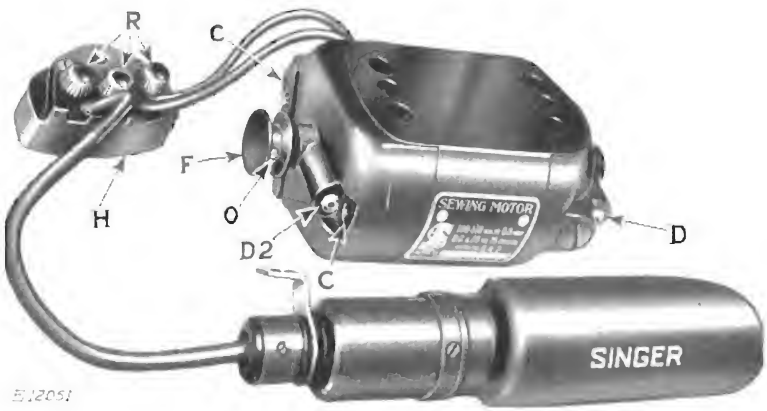
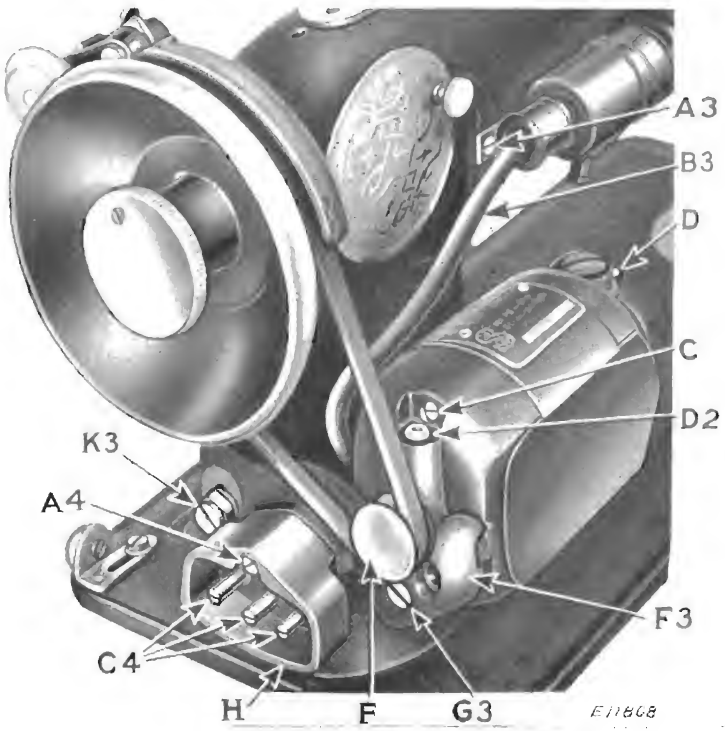
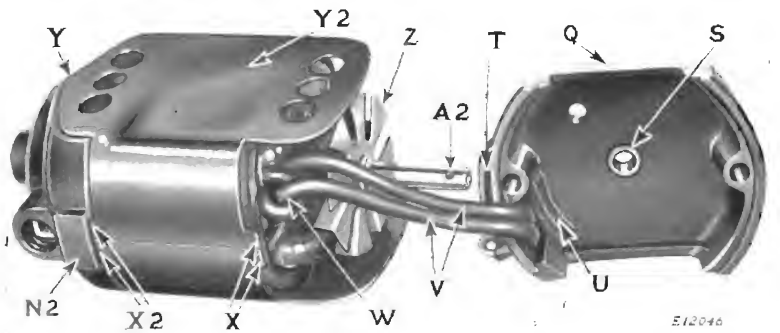

Fig. 20. Motor Three-Pin Terminal and Singerlight (Machine 201-3)
Fig. 22. Motor Singerlight and Three-Pin Terminal in Place on Machine 201-3
Fig. 23. Motor—Pulley End Cover Removed (Machine 201-3)
The motor, three-pin terminal and Singerlight may be removed as a unit, as shown by Fig. 20, as a matter of convenience when
inspecting electrical connections. Take out screw (A4, Fig. 22) and remove the three-pin terminal from its seat on the motor bracket. Disconnect the controller leads from terminals Nos. 1 and 2, and turn aside the arm side cover to expose screw (A3, Fig. 22) which fastens the Singerlight to the sewing machine. Remove screw (A3, Fig. 22) and Singerlight.
Three-Pin Terminal—Machine 201-3. Inspect the connections at the three thumb nuts (R, Fig. 20). See that these thumb nuts are screwed down firmly to insure tight connections. Each of the three pins is provided with a washer. See that this washer is, in each case, placed above the wire or wires before tightening the thumb nuts.
Take out screw (G3, Fig. 22) which fastens the motor to its bracket (F3, Fig. 22) and remove the motor.
Remove Pulley. Take out screw (O, Fig. 20) and remove the pulley (F, Fig. 20) from the armature shaft.
Remove Pulley End Cover—Machine 201-3. Remove the two through screws (C, Figs. 20 and 22) —only the upper of the
two screws (C) is shown in Fig. 22, the lower one being concealed by the motor bracket. Carefully take the pulley end cover (Q, Fig. 23) off the field core (C2, Fig. 24), drawing it to the ends of the motor leads (V) as shown in Fig. 23. **Do not pry it off, as such action would ruin this Bakelite cover.**
Remove Field Core Shield—Machine 201-3. With the pulley end cover removed, the field core shield (Y2, Fig. 23) is removed from the pulley end of the motor.
Replace Commutator End Cover. Put the commutator end cover (N2, Fig. 24) in place on the field core (C2, Fig. 24). To make sure that the field leads (O2, Fig. 24) are safely positioned after the commutator end cover is in place on the field core, observe the field leads from the pulley end of the motor with pulley end cover (Q, Fig. 23) and armature (G2, Fig. 24) removed. If the wires are not properly placed (to avoid contact with the armature or commutator) they can be reached through the field coils (E2, Fig. 24) with pulley end cover and armature removed.
Replace Field Core Shield—Machine 201-3. Put the shield (Y2, Fig. 23) on the field core (C2, Fig. 24) with peaked end (Y) of the shield toward commutator end cover (N2) and with the two lugs (X2, Fig. 23) in the slot (M2, Fig. 24) in the commutator end cover (N2).
Replace Armature—Machine 201-3. When the armature shaft was withdrawn from its bearing (L2, Fig. 24) in the commutator end cover, the spring pressured grease wick projected into the shaft bearing (L2). To avoid damage to the grease wick and binding of the armature shaft, the grease wick must be pushed back into the grease wick tube before the armature shaft is reinserted into its bearing in the commutator end cover. Use a small screw driver to push the grease wick back into the grease tube (D, Figs. 20 and 22) while inserting the end (U2) of the armature shaft into the bearing (L2) in the commutator end cover.
Replace Pulley End Cover—Machine 201-3. Push the grease wick up into the grease tube (D2, Figs. 20 and 22) in the pulley end cover (Q, Fig. 23) ,using the method suggested under "Replace Armature" at the bottom of the preceding page. Be sure that the washers (P2, Fig. 24) are on the armature shaft. Put the pulley end cover (Q, Fig. 23) on the field core (C2, Fig. 24) and see that the lugs (X, Fig. 23) of the shield (Y2) enter the slot (T) for the same in the pulley end cover. Pull on the motor leads (V, Fig. 23) to make certain that the knot (W) is held by the projection (U) on the inside of the pulley end cover, otherwise the motor leads will be in the way of the fan (Z) on the pulley end of the armature shaft. Insert and tighten the two through screws (C, Figs. 20 and 22) alternately and a little at a time, and make sure that the end covers (Q) and (N2) are solidly and accurately seated on the field core (C2) to insure perfect alignment of the armature shaft bearings (S) and (L2). Otherwise the armature will not rotate freely. Turn the shaft with the fingers to ascertain that it revolves freely.
Replace Pulley—Machine 201-3. Put the pulley (F, Figs. 20 and 22) on the armature shaft, with the screw hole in the pulley aligned with the screw hole (A2, Figs. 23 and 24) in the shaft. Insert screw (O, Fig. 20) and turn it all the way in.
Attach the motor to the motor bracket (F3, Fig. 22) so that the lower screw hole in the pulley end cover is at the lower hole (G3, Fig. 22) in the motor bracket, and insert and tighten the screw (G3, Fig. 22). Pass the motor leads (V, Fig. 23) beneath the motor bracket (F3, Fig. 22) and attach the motor lead without identification tubing to pin No. 2, and the lead with the red identification tubing to pin No. 3 of the three-pin terminal.
Fasten the Singerlight bracket, with Singerlight, to the machine arm by means of screw (A3, Fig. 22), and pass the Singerlight leads (B3, Fig. 22) down between the pulley end of the motor and the balance wheel end of the machine, and beneath the motor bracket (F3, Fig. 22). Fasten the lead with the yellow identification tubing to pin No. 1, and the lead with the red identification tubing to pin No. 3 of the three-pin terminal. Each of the three pins of the three-pin terminal (H, Fig. 22) is provided with a washer. Make sure that these washers are placed above the wire or wires, then firmly tighten the thumb nuts (R, Fig. 20).
Attach the three-pin terminal (H, Fig. 22) to its seat on the motor bracket (F3, Fig. 22) by means of the screw (A4, Fig. 22).
Adjust Belt Tension—Machine 201-3. Loosen screw (K3, Fig. 22), which fastens the motor bracket (F3, Fig. 22) to the sewing machine, sufficiently to permit the placing of the belt in its groove on the balance wheel of the machine and on the motor pulley. With the belt in place on the balance wheel and motor pulley, move the motor bracket (F3, Fig. 22), with motor attached, up or down on its seat on the machine until correct belt tension is obtained, then firmly tighten screw (K3, Fig. 22). Tension should be just sufficient to drive the sewing machine without belt slippage.
To Lubricate the Motor—Machine 201-3. Insert the tip of the motor lubricant tube in the hole in the grease tubes (D and D2, Figs. 20 and 22) and squeeze in a quantity of lubricant sufficient to fill the grease tubes.